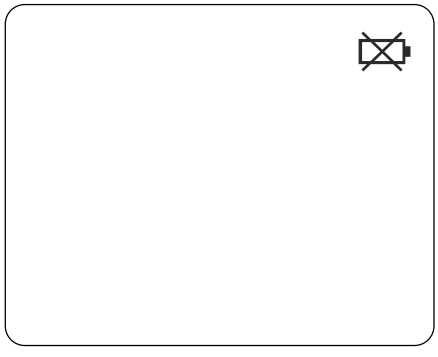

Рисунок 9.
1. При появлении в правом верхнем углу ЖК-дисплея значка замените батарею (См. рис. 9).
2. Сдвиньте крышку отсека батареи вниз, как показано на рис. 9.